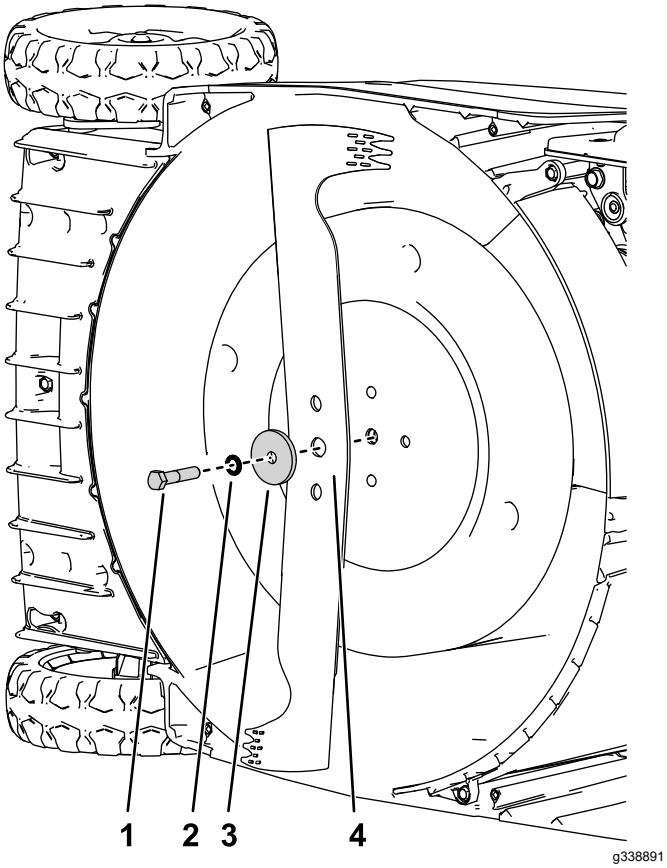

Figur 26
5. Sätt fast den nya kniven och alla monteringsdelar (Figur 26).